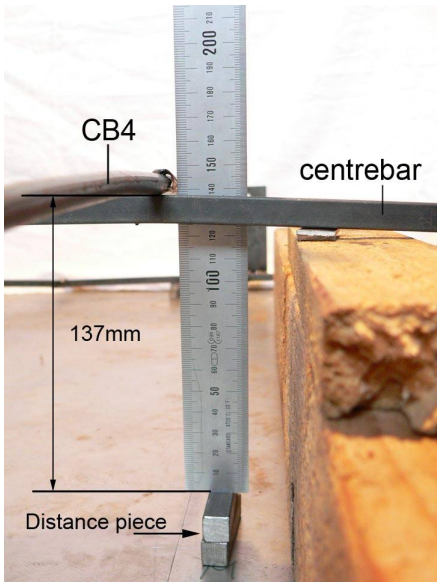

Fig. 53: fixation des barres transversales
3. Caler la barre centrale de manière à ce que son coté supérieur, au niveau de CB4, soit à une hauteur de 137mm du plan inférieur du cadre. Voir fig53